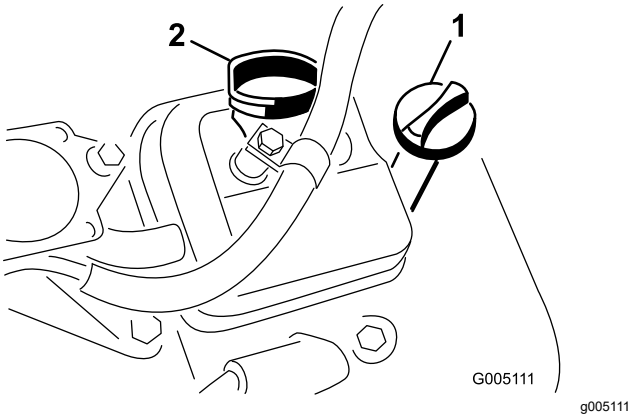

Figuur 27
3. Steek de peilstok in de peilstokbuis en schroef de stok in de buis (Figuur 27).